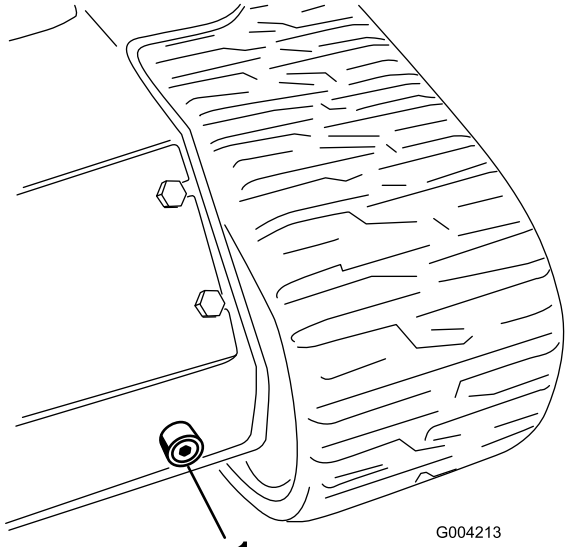

Figur 57
6. Sätt ett stort uppsamlingstråg (som rymmer ca 56,8 liter) under avtappningspluggen framtill på traktorenheten (Figur 57).
7. Ta bort avtappningspluggen och låt oljan rinna ned i tråget (Figur 57).